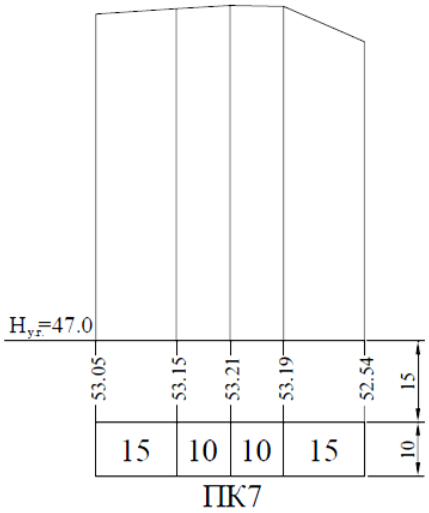

Рисунок 34. Поперечный профиль
1. Вычерчивается сетка, состоящая из двух строк: нижняя –строка расстояний, верхняя – строка высот (Рисунок 34).